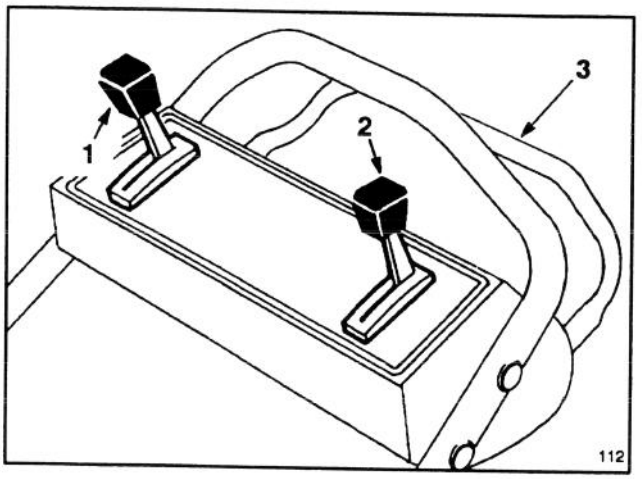
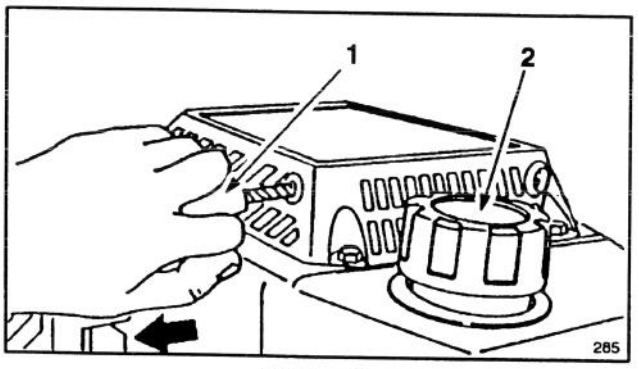

Figure 7
Figure 8
1. Clean around fuel tank cap (Fig. 8) and remove cap from tank.
CONTROLS—Throttle, ground speed control, and self–propelled control bar are on upper handle (Fig. 7). Fingertip starter is on top of engine (Fig. 8).
2. STARTING—Move ground speed control to "N" (Fig. 7). Move throttle to CHOKE. Brace yourself and mower securely by placing your foot on the top left side of mower housing. Pull recoil starter out until positive engagement results; then pull vigorously to start the engine. When engine starts, remove throttle from CHOKE and regulate engine speed as desired.
3. TRACTION OPERATION (Fig. 7)—Move ground speed control to desired setting. Number "1" is slow, "2" is medium, and "3" is a fast walking pace. Ground speed varies, depending on space between control bar and handle. Move ground speed control to "N" when using the mower for trimming and whenever leaving the mower.